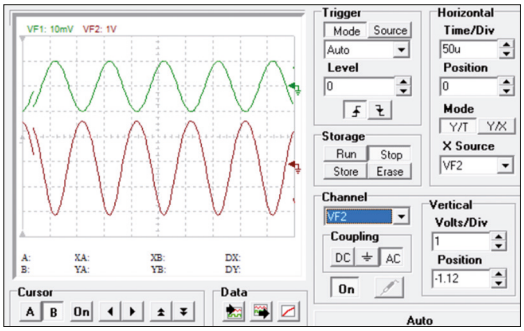

Figure 4.37 Input-output waveforms.
- Figure 4.37 shows the input (green) and output (red) waveforms. Note that the input waveform has an amplitude of 20 mV peak-to-peak; the output waveform is 3800 mV peak-to-peak. This corresponds to a voltage gain of 3800 / 20 = 190.